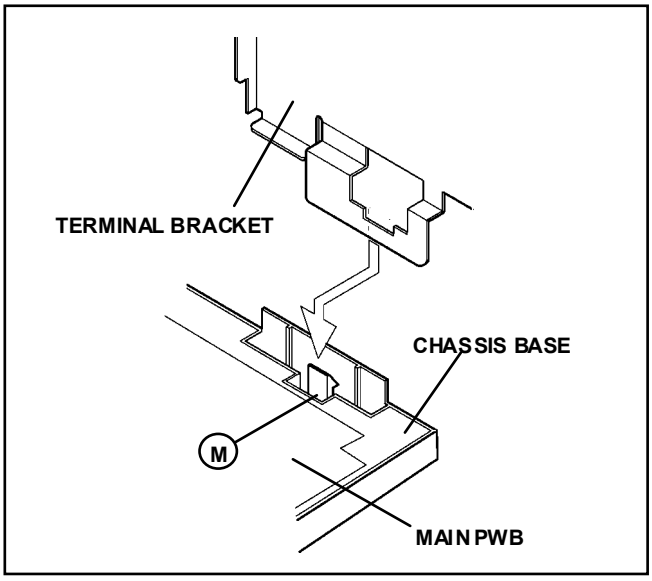

Fig.3
3. As shown in Fig.3, raise the claw marked Ⓜ positioned back side of the chassis base, and lift the terminal bracket from the chassis base.